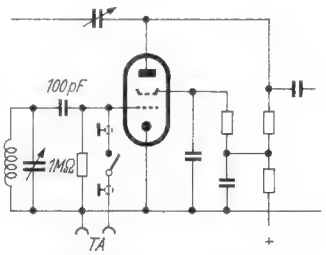

Bild 2. Einfache Gitter-Anschaltung
a) Bei der Anschaltung direkt an das Steuergitter **(Bild 2)** erhält man wohl eine sehr große Verstärkung, aber die Brummgefahr ist ebenso groß. Es ist deshalb auf sehr gute Abschirmung und kurze Verbindung zum Schalter zu achten.